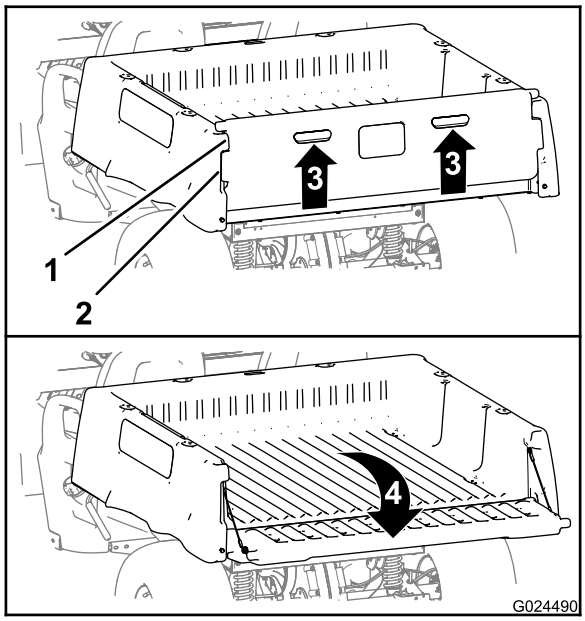

Figur 11
2. Løft op i fingertrækket på bagklappens bagpanel (Figur 11).
3. Ret låseflangerne på bagklappen ind efter åbningerne mellem bagklappens flanger på ladet (Figur 11).
4. Drej bagklappen bagud og nedad (Figur 11).
6. Drej bagklappen opad og fremad, indtil låseflangerne på bagklappen er i niveau med bagklappens fordybning i ladet (Figur 11).
7. Sænk bagklappen, indtil den befinder sig bagest på ladet (Figur 11).